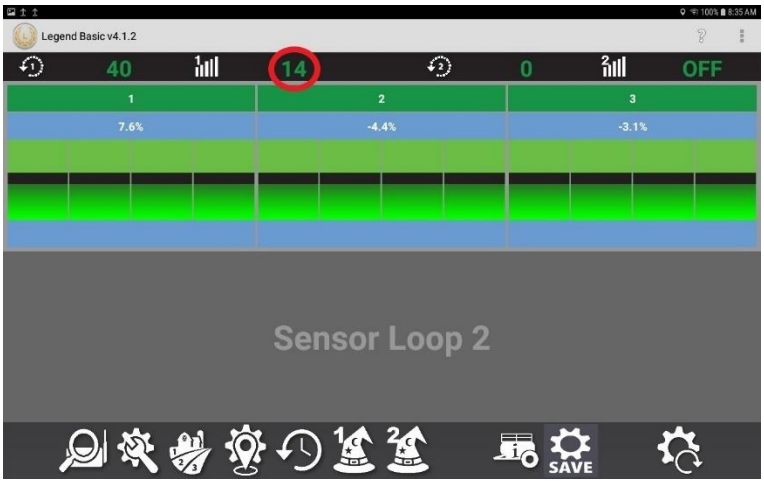

Figure 5.2
- All sensors must be green on the home screen. (If you have a red sensor, manually adjusting the sensitivity to 1 by tapping on the green sensitivity number as in figure 5.2, should turn it green unless it is blocked).
3. To run the sensitivity wizard, tap the green number as in figure 5.2.